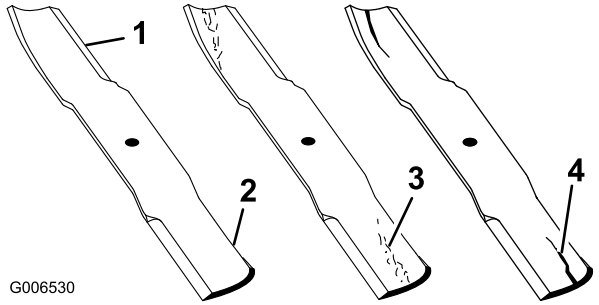

**Figuur 79**
1. Controleer de snijranden (Figuur 79).
2. Controleer de messen, met name het gebogen deel (Figuur 79).
Als u beschadiging, slijtage of groefvorming in dit deel constateert (Figuur 79), moet u het mes direct vervangen.